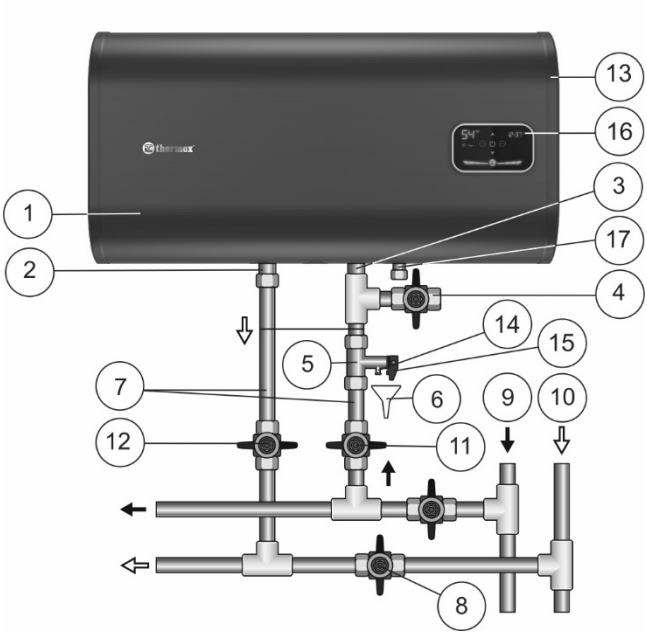

Рисунок 2. Схема подключения ЭВН к водопроводу в горизонтальном положении горизонтальных моделей Н.
- Горизонтальные модели H в соответствии с Рис. 2